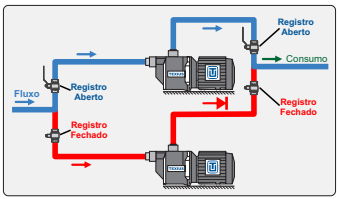

Figura 1
9.13 Recomenda-se a instalação de duas bombas em paralelo: Uma em operação e a outra como reserva, conforme figura 1.